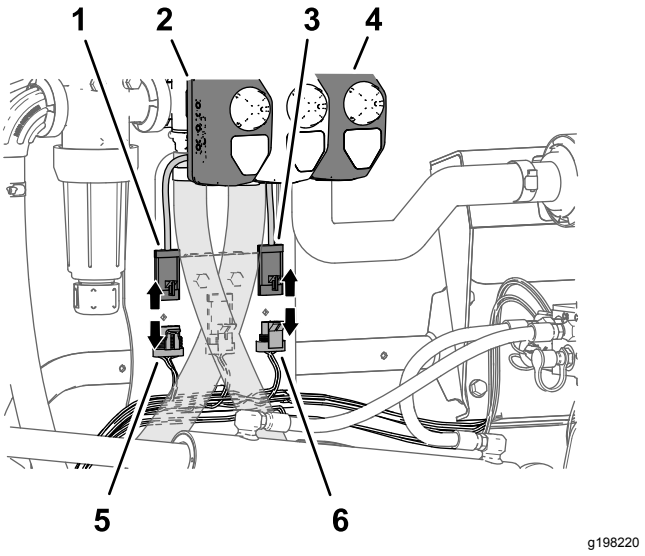

Figur 30
2. Kobl stikket med 4 sokler på maskinens ledningsnet med angivelsen REGULERINGSVENTIL fra reguleringsventilaktuatorens stik med 4 ben (Figur 30).
3. Kobl stikket med 3 sokler på maskinens ledningsnet med angivelsen HOVEDSPRØJTEVENTIL fra hovedsprøjteventilaktuatorens stik med 3 ben (Figur 30).